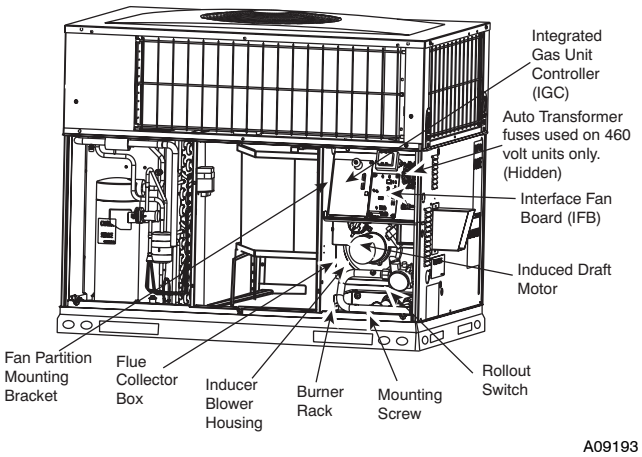

Fig. 23 - Blower Housing and Flue Collector Box
2. Remove the 11 screws holding the flue collector box cover (See Fig. 23) to the heat exchanger assembly. Inspect the heat exchangers.
Unit is equipped with a direct spark ignition 100 percent lockout system. Ignition module (IGC) is located in the control box (See Fig. 23). Module contains a self-diagnostic LED. During servicing, refer to label diagram or Table 8 in these instructions for LED interpretation.
5. Remove fan partition mounting bracket (2 screws located on the left side of control compartment on the fan partition panel). Slide bracket forward, bottom first, to remove. (See Fig. 23.)
7. Remove the mounting screw that attaches the burner rack to the unit base (See Fig. 23).
8. Partially slide the burner rack out of the unit (see Fig. 23 and 26). Remove ignitor and sensor wires at the burner assembly. Remove wires to rollout switch.
9. Slide the burner rack out of the unit (See Fig. 23 and 26).